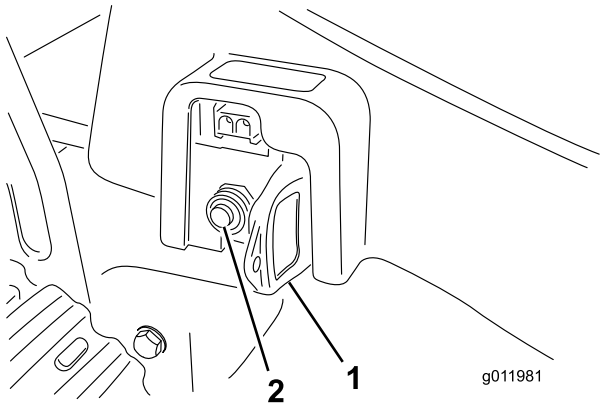

Figura 11
2. Espere 30 segundos, luego pulse el botón del disyuntor de seguridad (Figura 11).